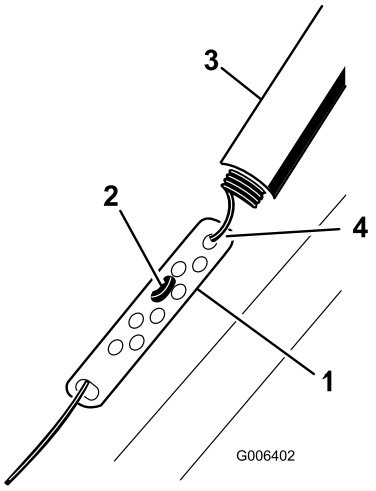

Rysunek 26
1. Przesuń w górę osłonę sprężyny i odczep sprężynę od łącznika regulacyjnego (Rysunek 26).